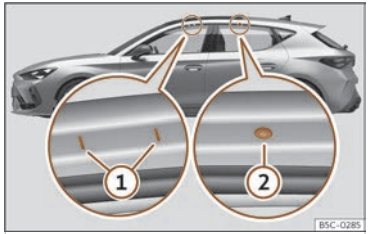

Fig. 207 Attachment points for the crossbars for the roof carrier (Leon).
Valid for Leon: The front and rear attachment points ① and ② are only visible when the doors are open ››› **Fig. 207**.